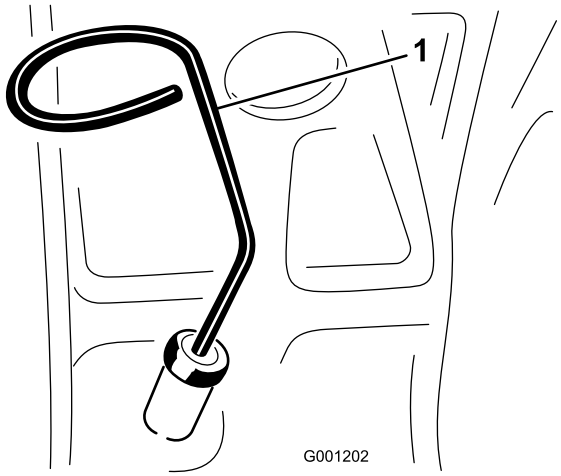

Figur 22
3. Ta ur oljestickan (Figur 22), torka den ren och sätt tillbaka den.